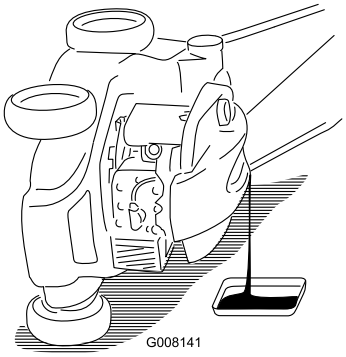

Figura 32
5. Inclinate il tosaerba sul fianco **sinistro** (con il filtro dell'aria in alto), per consentire il deflusso dell'olio usato attraverso il tubo di riempimento (Figura 32).